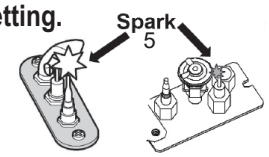

Fig 3
2. SET ON/OFF SWITCH (1) TO "OFF" POSITION.
- Wait five (5) minutes to clear out any gas, then smell for gas, including near the floor. If you smell gas, STOP! Follow "B" in the safety information above on this label. If you don't smell gas, go to the next step.
3. AUTOMATIC IGNITION (fig. 1): Locate the pilot (fig 3.) inside of firebox.
- ON/OFF switch (1) in ON position, MAN-knob (2) in ON position; set Flame Adjustment knob (3) to lowest setting (↻)
- When the pilot is lit, the Flame Adjustment knob (3) will automatically rotate to the highest setting.
4. MANUAL IGNITION (fig. 2): With the window off, locate pilot (fig. 3) inside firebox;
- ON/OFF switch (1) in ON position, MAN-knob (2) in MAN position;
- Set Flame Adjustment knob (3) to the lowest setting (↻);
- Push down the metallic core (4) with a pen or similar instrument; this will establish the pilot gas flow; Light gas at the pilot (5) with a match; Continue holding down metal core (4) for about 10 seconds; after release, pilot should remain lit;
- If the pilot will not stay lit after several tries, turn the gas control knob (3) to "OFF" (↻) and call your local service technician or gas supplier.